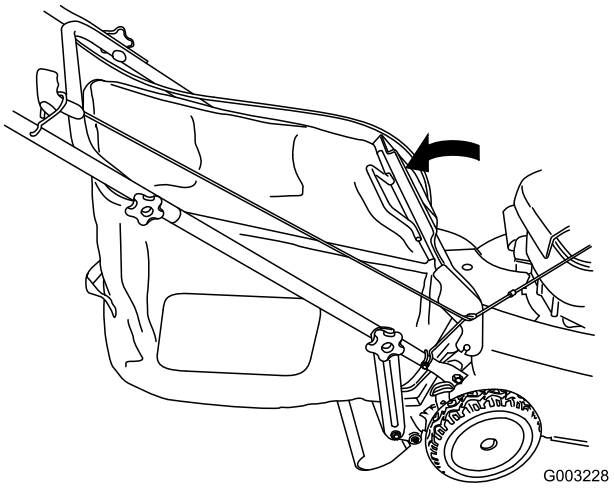

Figuur 27
5. Zet de achterklep omlaag (Figuur 27).